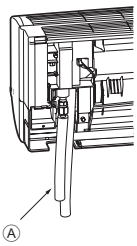

**Fig. 3-7**
**Tuyau inférieur (Fig. 3-7)**